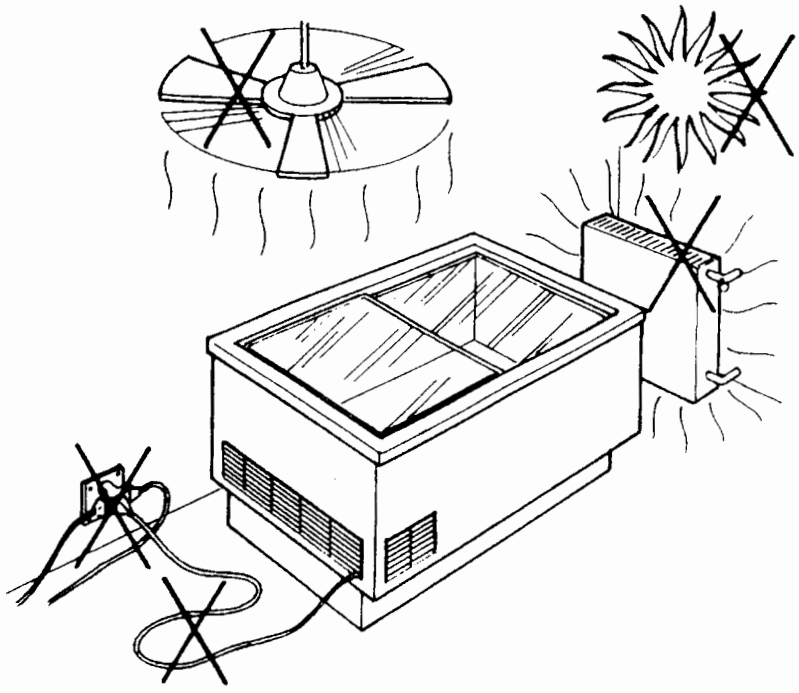

Fig. 3
- Placer les supports S et les clayettes a grille R (Fig. 3).
NETTOYAGE DU CONDENSEUR: (Figure 3)
3 Enlever le bouchon D (Fig. 3), et laisser fondre la glace.